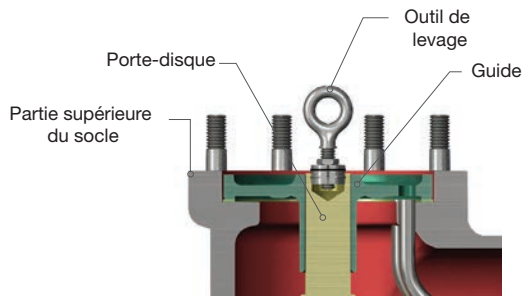

Figure 16 : Outils de levage pour les soupapes à orifice M à U
- Utiliser un tournevis pour comprimer le dispositif de retenue de la broche (16).
- Retirer la broche (15).
- Insérer l'outil de levage (voir la Figure 16) dans la poche de la broche du porte-disque et serrer le boulon à œil.
- Retirer le porte-disque (8) et le disque (6), en soulevant l'outil de levage.
- Utiliser les anneaux de levage pour soulever le porte-disque (8) et enlever tous les éléments internes (voir la Figure 16).